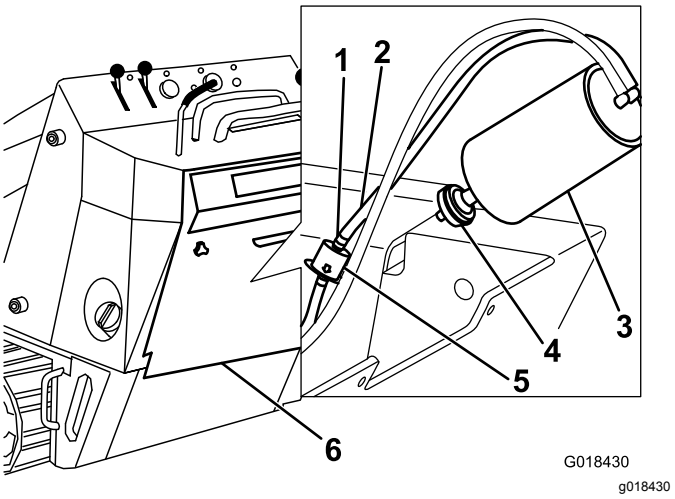

Figur 33
4. Ta bort och kasta kolkanisterns luftfilter (Figur 33).
5. Montera ett nytt filter på kolkanistern (Figur 33).
4. Flytta undan slangklämmorna av fjädertyp på bägge sidor av kolkanisterns reningsledningsfilter från filtret (Figur 33).
5. Ta bort och släng reningsledningsfiltret (Figur 33).
6. Montera ett nytt filter i slangen (pilen på filtret ska peka bort från kolkanistern) och fäst det med slangklämmorna (Figur 33).